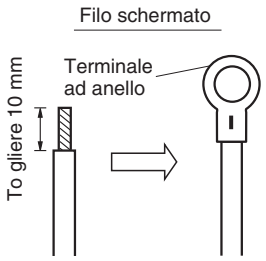
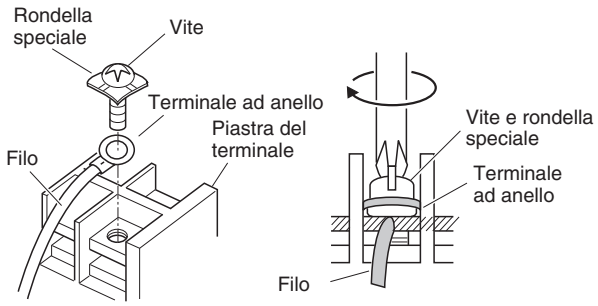

Fig. 4-7
Fig. 4-8
(1) Tagliare l'estremità del filo con tronchesi, quindi togliere l'isolamento per esporre il conduttore per circa 10 mm ed attorcigliarne i trefoli. (Fig. 4-7)
(2) Con un cacciavite a stella, rimuovere la vite o viti del terminale dalla piastra del terminale.
(3) Fissare bene con delle pinze l'estremità denudata di ciascun cavo ad un terminale.
(4) Applicare il connettore a occhiello al terminale corrispondente e serrarne bene la vite. (Fig. 4-8)